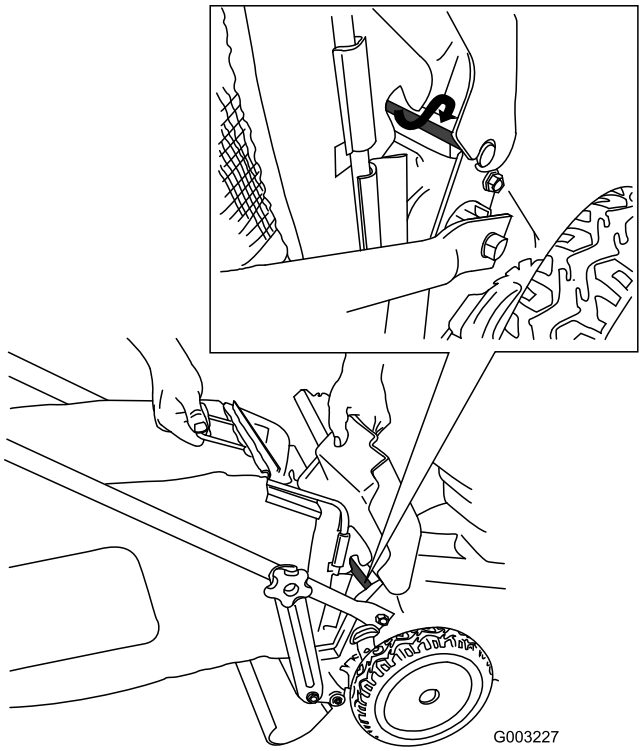

Figur 24
4. Montera uppsamlaren på luckans stång (Figur 24).